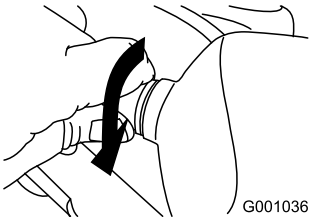

Figur 61
5. Drej pærens sokkel med uret, indtil den sidder godt (Figur 61).